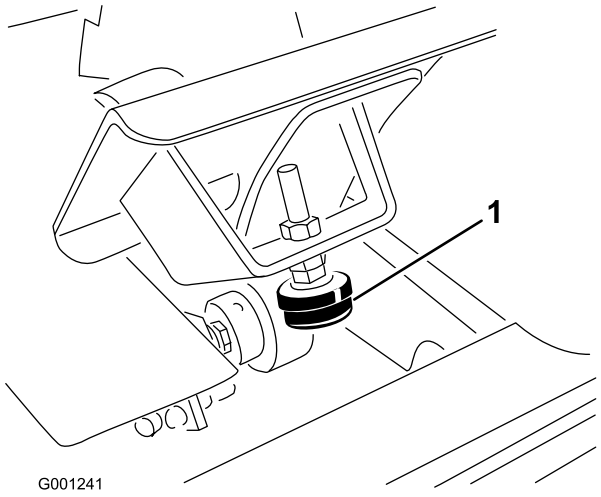

Figur 66
1. Kontrollera gaspedalens stoppjustering. Pedalstoppet (Figur 66) bör nudda ramen något innan pumpen når fullt utslag.